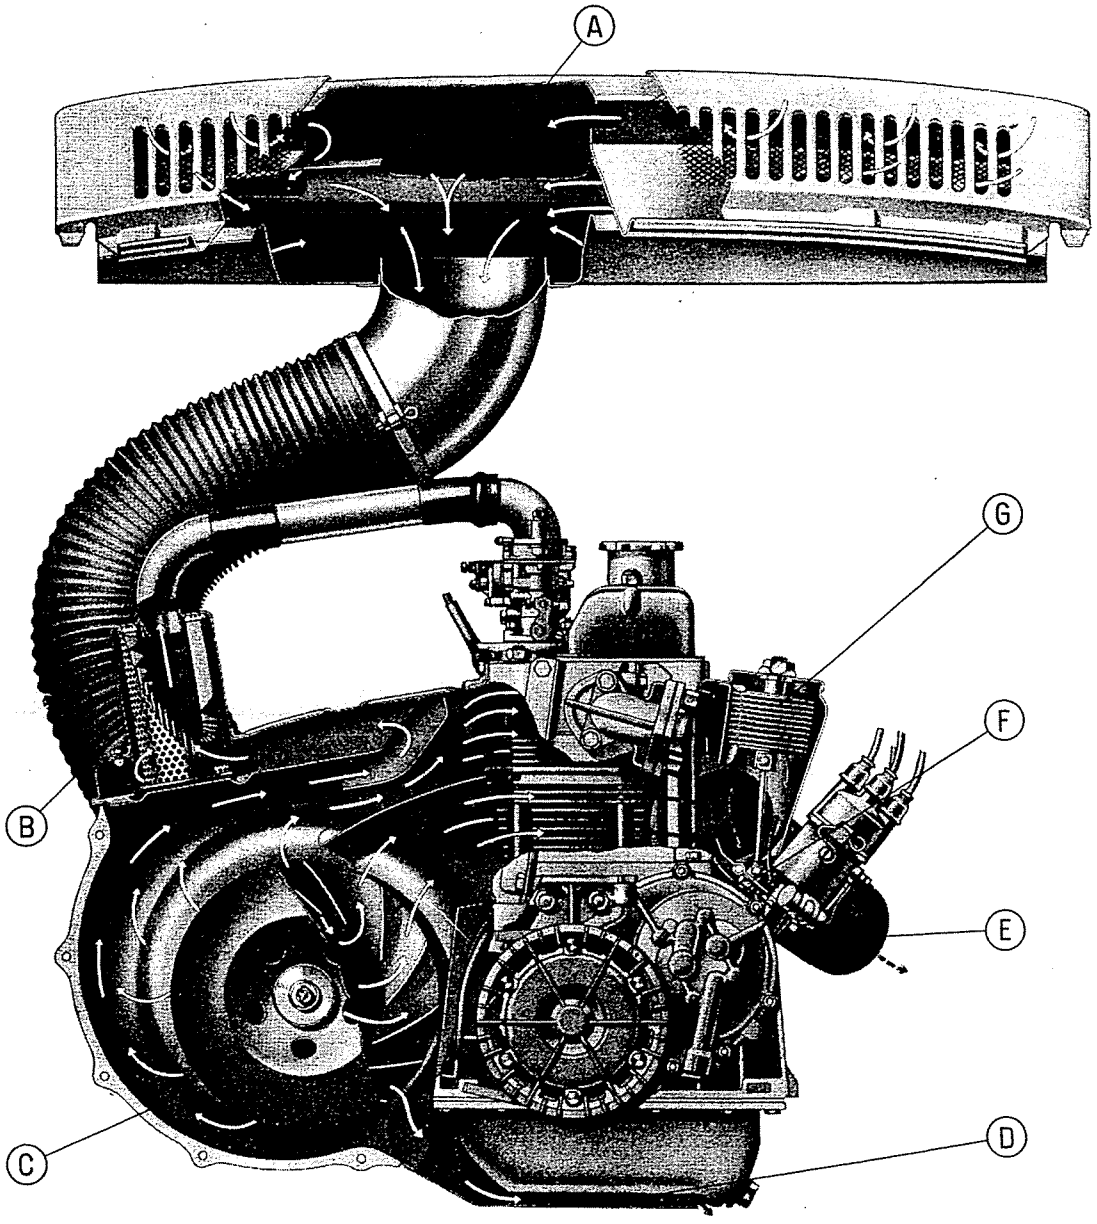

Abb. 141 - Luftkühlung des Motors.
Der rechts in der Motorummantelung befindliche Thermostat (G, Abb. 141) hat die Aufgabe, die Öffnung der Regelklappe (F) erst dann zu bewirken, wenn die Motorkühlluft eine Temperatur von 70°-74° C erreicht.